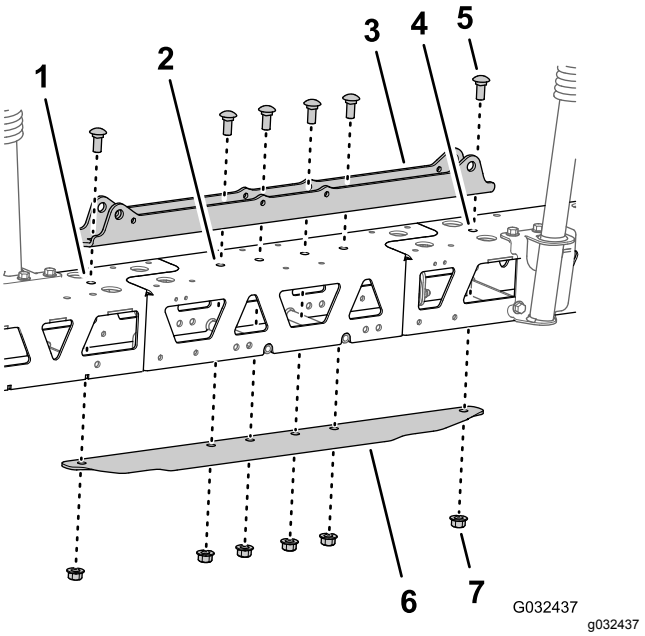

Figur 118
5. Passa in hålen i cylinderfästet med hålen i mittlinjen på den mittre fackverksramen (Figur 118).
6. För in förstärkningsplattan i de mittre och yttre fackverksramarna och passa in hålen i plattan med hålen i mittlinjen på den mittre fackverksramen (Figur 118).
7. Montera cylinderfästet, fackverken, förlängningen till centersprutrampen och förstärkningsplattan med de två vagnsskruvar (1/2 x 1 1/4 tum) och två flänslåsmuttrar (1/2 tum) som du tog bort i steg 3 i Ta bort sprutmunstycken (sida 37), och de fyra vagnsskruvar (1/2 x 1 1/4 tum) och fyra flänslåsmuttrar (1/2 tum) från finputsningssatsen för GeoLink-sprutsystemet (Figur 118).